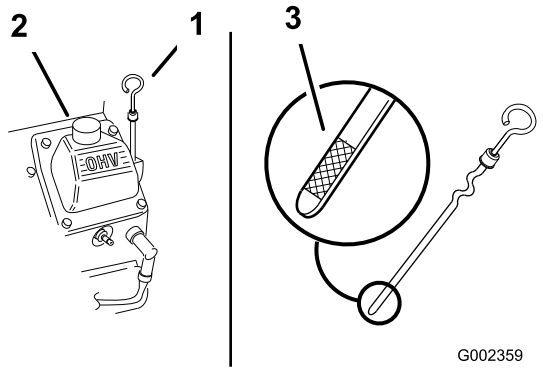

Figur 20
3. Rengør området omkring målepinden (Figur 20), så der ikke trænger snavs ned i påfyldningshullet, hvilket kan beskadige motoren.
4. Skru målepinden af, og tør enden ren (Figur 20).
5. Før målepinden helt ind i påfyldningsrøret, men skru den ikke fast på røret (Figur 20).
6. Hæld langsomt ca. 80 % af den angivne olie i påfyldningsrøret (Figur 20).